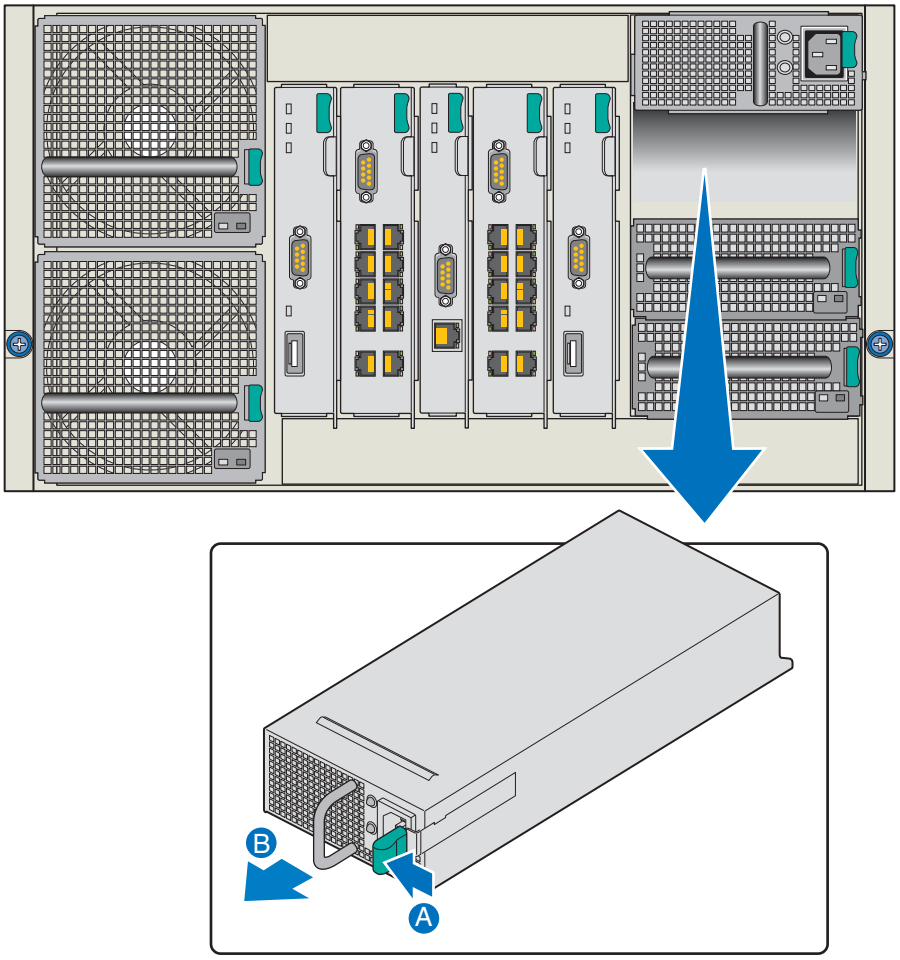

Figure 19. Removing a Power Supply Module
4. Press the power supply module retention latch to release the power supply module from the bay (see letter “A” in Figure 19). Slide the power supply module out of the module bay (see letter “B” in Figure 19).